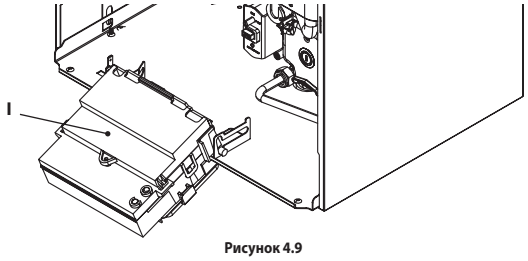

Рисунок 4.9
- Найдите крышку K клеммной колодки **I** (Рисунок 4.9), отвинтите винты и откройте ее.